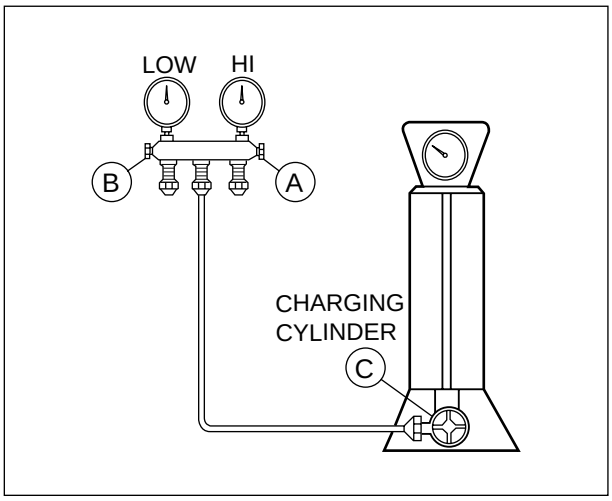

**Figure 18B-Charging**
2) Connect the charging cylinder as shown in Fig. 18B. With valve C open, discharge the hose at the manifold connection.